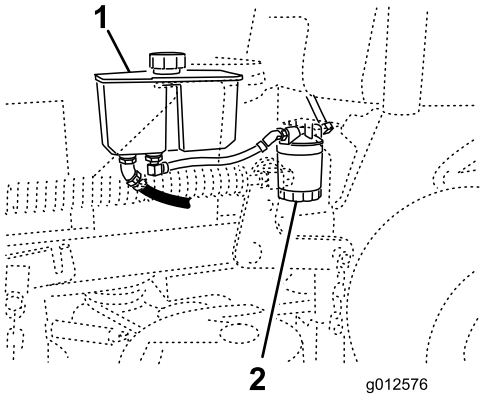

Figure 74
3. Trouvez le filtre et placez un bac de vidange au-dessous (Figure 74).